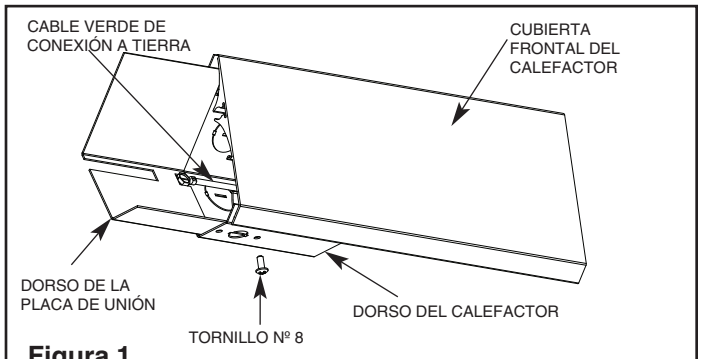

Figura 1
3. Mediante un destornillador o una llave para tuercas de (5/16", alinee el conductor de conexión a tierra como se indica en la Figura 1. Alinee el conductor de conexión a tierra del calefactor izquierdo.
4. Localice el dorso de la placa de unión. Alinee los agujeros de montaje con el agujero de montaje que está en el dorso del calefactor (caja de conexiones). Instale el tornillo Nº 8-18 x 3/8 en el agujero derecho (vea la Figura 1).